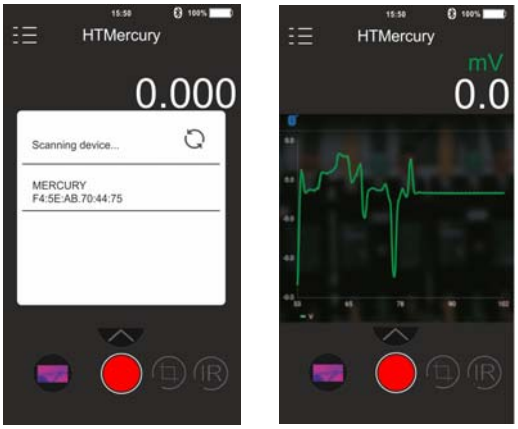

Fig. 44: Comunicazione con APP HTMercury
4. Eseguire la ricerca dello strumento sulla APP (vedere Fig. 44 – parte sinistra)
5. La visualizzazione in tempo reale del segnale in ingresso allo strumento è presente sul dispositivo mobile (vedere Fig. 44 – parte destra) ed è possibile salvare screenshots e attivare/salvare registrazioni dai menu interni dell’APP. E’ inoltre possibile salvare screenshots di immagini termografiche e inserire su esse oggetti per analisi avanzata (vedere Fig. 45). Vedere l’Help on line dell’APP per maggiori dettagli